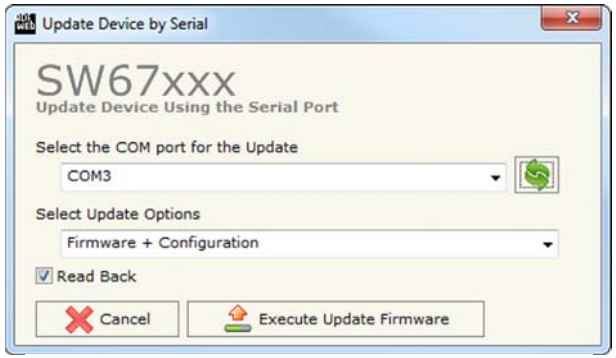

Abb. 11: Geräteupdate HD67053M
- Wählen Sie aus, welche Operationen Sie durchführen wollen. (Siehe Abb. 11)